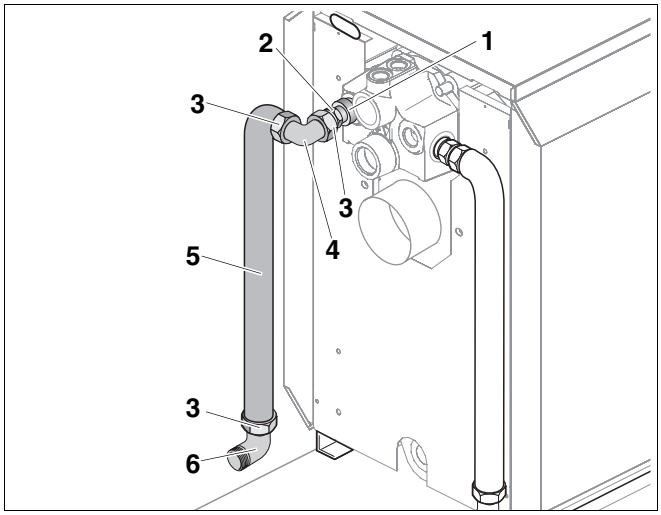

Fig. 8 Fitting the flow connection to the boiler
- Insert O-ring (Fig. 8, **Item 1**) into the groove on the double nipple (Fig. 8, **Item 2**) and screw the double nipple into the cylinder flow.
- Insert gasket (Fig. 8, **Item 3**) into the union nut on the elbow (Fig. 8, **Item 4**) and fasten to the double nipple.
- Insert gasket (Fig. 8, **Item 3**) into the union nut on the short leg of the flow pipe (Fig. 8, **Item 5**) and screw loosely onto the elbow (Fig. 8, **Item 4**).
- Insert gasket (Fig. 8, **Item 3**) into the union nut on the angled compression fitting (Fig. 8, **Item 6**) and screw loosely onto the return pipe.